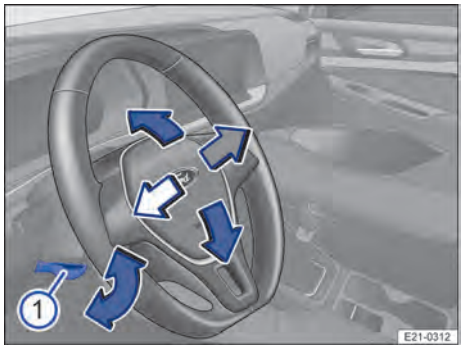

**Fig. 52** Debajo del volante, en el guarnecido de la columna de dirección: palanca para el ajuste de la posición del volante.
1. Presione la palanca hacia abajo → fig. 52 ①.
3. Presione la palanca → fig. 52 ① con fuerza hacia arriba hasta que quede a ras del guarnecido de la columna de dirección → ⚠.